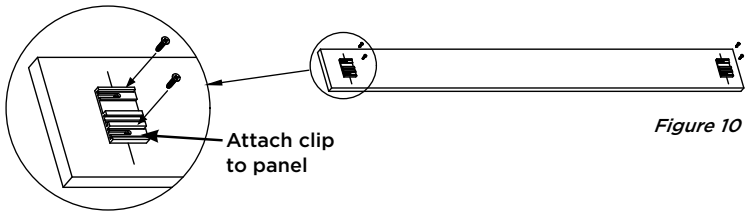

Figure 10
4. Position the Clip Plate horizontally centered on the Toe-kick, aligning the holes in the plate with the adjustable legs (Figure 10). You can mark the opening of the plate onto the Toe-kick using a Sharpie® or secure the plate to Toe-kick by placing a screw into each hole on the Mounting Plate using a screwdriver or drill.